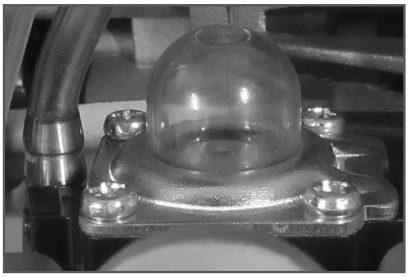

Рис. 8 Расположение ручного топливного насоса
3. Нажмите на ручной топливный насос 7-10 раз, до появления в нем топлива. Насос находится в нижней части карбюратора под корпусом воздушного фильтра (Рис. 8).